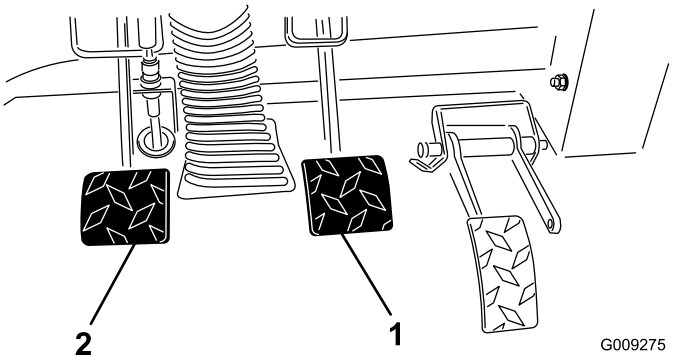

Figura 70
2. Levante o pedal de travão (Figura 70) até que este entre em contacto com a estrutura.
3. Liberte as porcas de segurança que fixam a culatra ao eixo do cilindro principal (Figura 70).